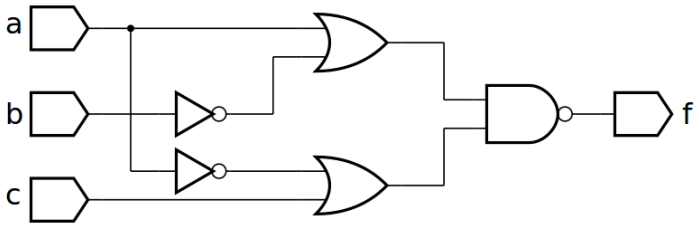
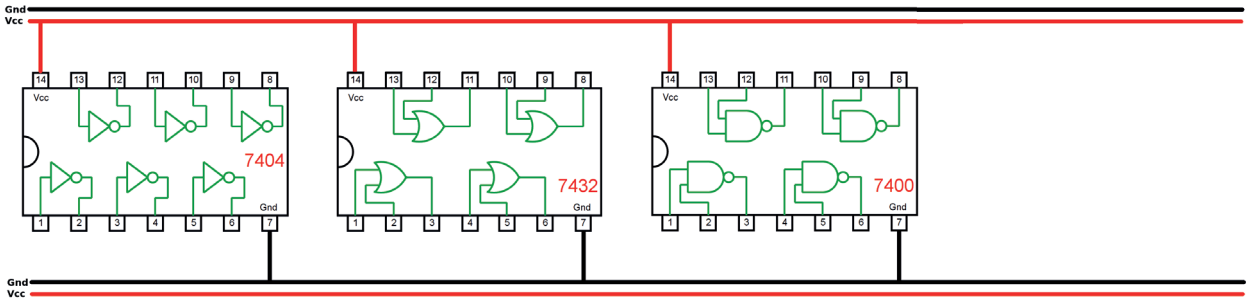

Figura 5.36 – Diagrama esquemático.
Figura 5.37 – Disposição dos componentes (TTL) para a placa de montagem.
1. Complete as ligações na figura 5.37 ou 5.38 de acordo com a figura 5.36.
5. Utilize um programa de simulação em computador (SmartSim, Atanua, Qucs) faça a simulação do circuito da figura 5.36. Compare os resultados com a tabela 5.16.
6. Escreva a equação booleana do circuito da figura 5.36 e simule no programa para o Arduíno.